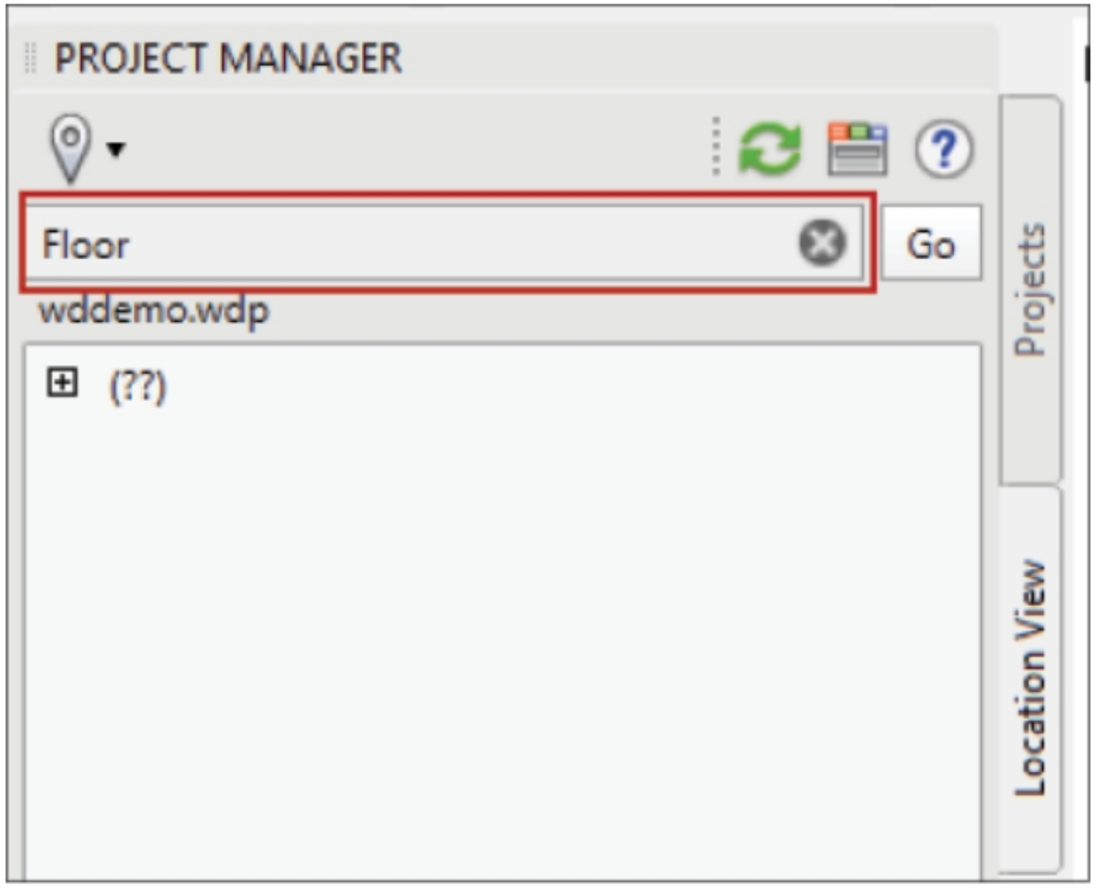

Figure-46. Search box for Location view tab
- Type the location code, installation code, or component keyword in the type box for searching and click on the **Go** button next to the search box; refer to Figure-46.